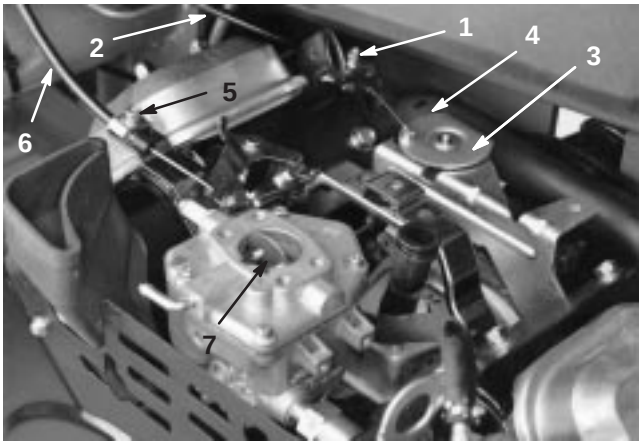

**Figure 37**
1. Loosen the cable clamp screw securing the cable to the engine (Fig. 37).
3. Pull firmly on the throttle cable until the back of the swivel contacts the stop (Fig. 37).
3. Pull firmly on the choke cable until the choke butterfly is completely closed, then tighten the cable clamp screw (Fig. 37).